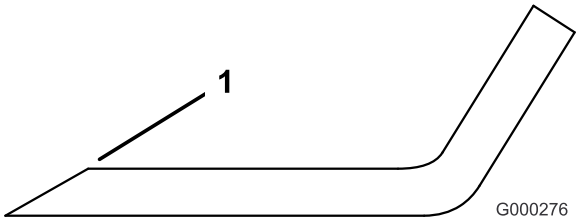

Bild 79
1. Schärfen Sie die Schnittkante an beiden Enden des Schnittmessers mit einer Feile (Bild 79). Behalten Sie den ursprünglichen Winkel bei. Das Schnittmesser behält seine Auswuchtung bei, wenn von beiden